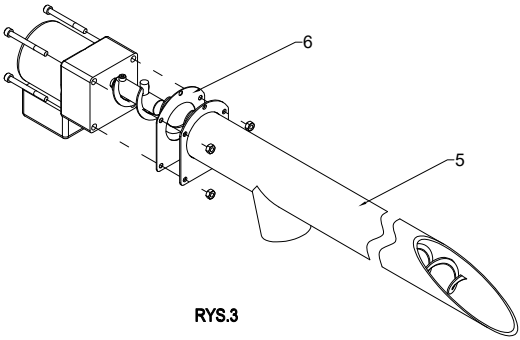

RYS.3
2. SKRĘCIĆ RURĘ PODAJNIKA (5) Z MOTOREDUKTOREM, PAMIĘTAJĄC O UMIESZCZENIU POMIĘDZY NIMI BLASZKI (6) (RYS.3)